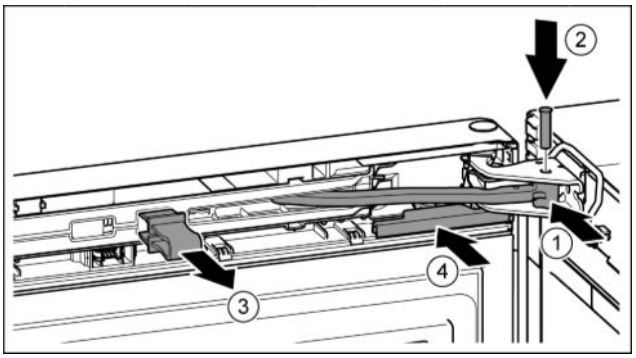

Fig. 47
▶ Повернуть шарнир в опорном кронштейне. *Fig. 47 (1)*
▶ Вставить палец в опорный кронштейн и шарнир. При этом следить за тем, чтобы выступ фиксатора занимал правильное положение в пазу. *Fig. 47 (2)*
▶ Снять предохранитель. *Fig. 47 (3)*
▶ Надвинуть крышку. *Fig. 47 (4)*